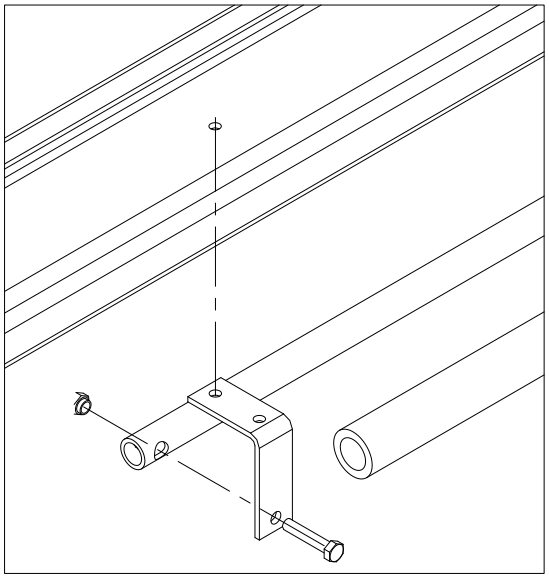

Fig. 35
• Monter la barre de sécurité conformément aux fig. 35 et 36.